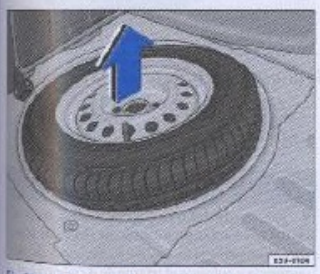

Fig. 126 Secuencia de remoción de la rueda de auxilio - 1ª parte
– Agarre firmemente la rueda de emergencia por la parte central, levantándola parcialmente ⇒ fig. 126.